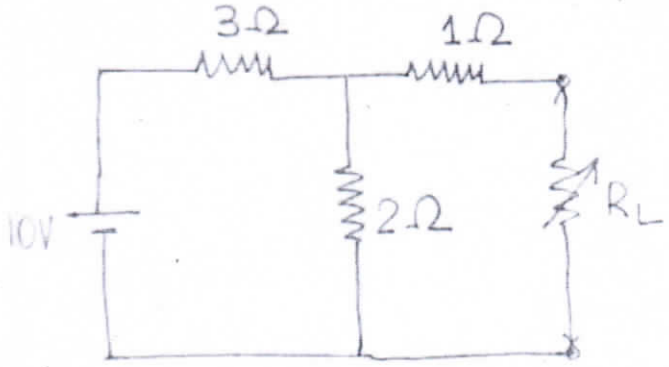

Fig. 2
10. State and prove maximum power transfer theorem. Find the Value of R_L that we can transfer maximum power to it & also calculate the maximum power transferred as shown in Fig.2.